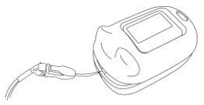

Fig. 4 Schéma d'installation de la batterie et lanière
A. Faites passer le côté le plus fin de la corde dans le trou (voir figure 4).